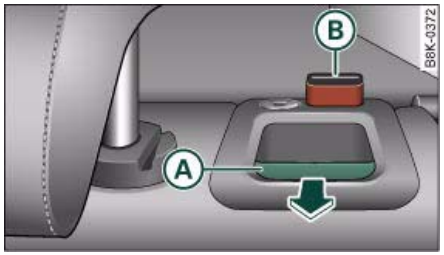

Fig. 88 Backrest release lever
– Press the release lever (A) ⇒ fig. 88 in the direction indicated (arrow).